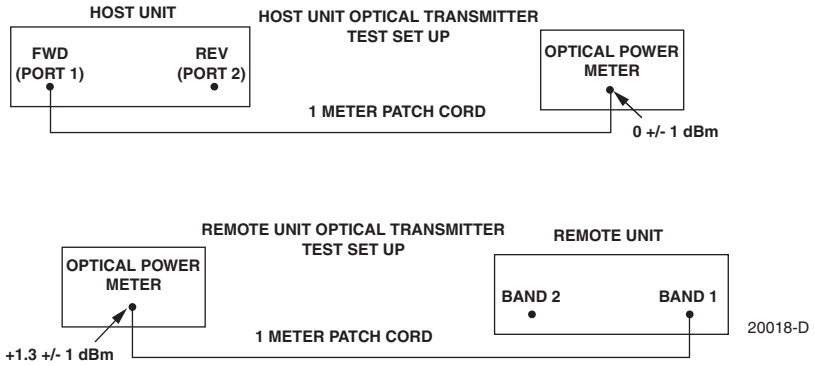

**Figure 4-3. Host Unit and Remote Unit Optical Transmitter Test Set Up**
12. Use a 1 meter patch cord to connect the optical power meter to the **transmitting** HU or RU as shown in Figure 4-3.